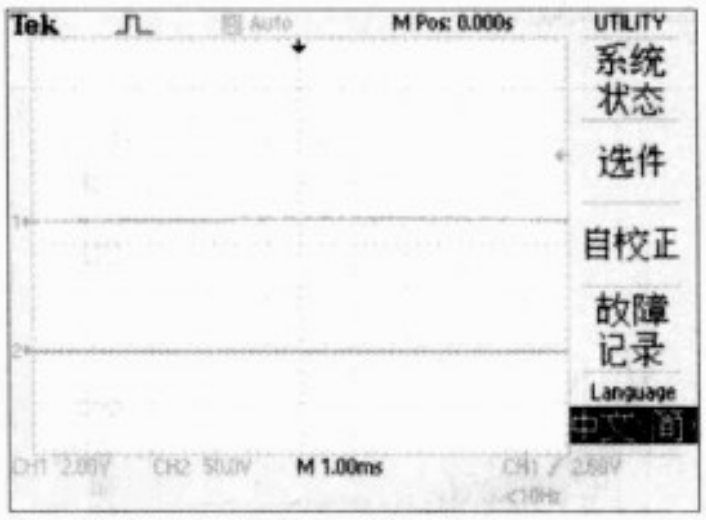
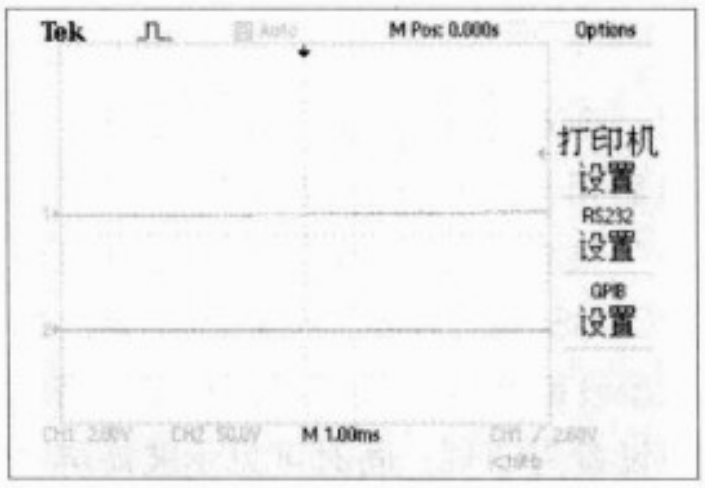

图2 按"UTILITY"按钮后的屏幕显示
图3 按"选件"按钮后的屏幕显示
(1) 打开"泰克"数字存储示波器 TDS2022 电源开关，稍等片刻，如果"通信扩充模块"安装正常，示波器左侧屏幕将会显示检测到的有关信息，如"通信扩充模块"的型号版本"TDS2CM(CMV/v1.04)"等字样。
(2) 按一下示波器面板上右侧"菜单"栏中的"UTILITY"按钮(注：请参阅上期"如何捕捉和重现稍纵即逝的红外发射信号"一文中的"图3 仪器面板部分按钮和旋钮功能说明"，这时屏幕显示如图2所示画面。
(3) 再按一下屏幕右侧"显示屏按钮"的第2个按钮(参阅上期《如何
捕捉和重现稍纵即逝的红外发射信号》一文中的“图3 仪器面板部分按钮和旋钮功能说明”，“显示屏按钮”从上到下竖排共五个，它们紧靠左侧屏幕。)，也就是与上面图2屏幕中“选件”右侧所对应的按钮，这时屏幕变换成如图3所示的样子。